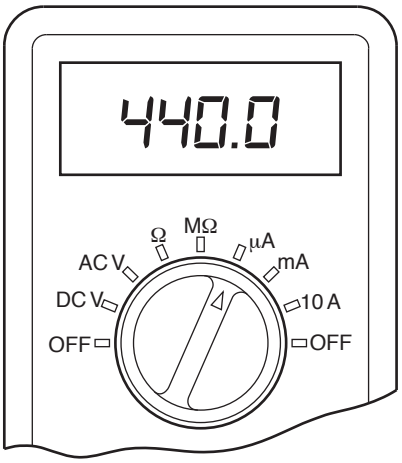

Fig. 18a
(iv) Fig. 18a shows the current flow through the thermistor being measured using a multimeter.
- the reading in Fig. 18a converted to milliamps. [2]